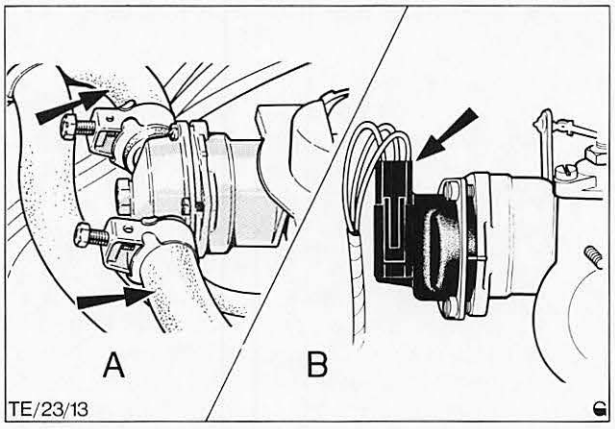

Abb. 103 Startautomatik abbauen
4. Beide Schläuche von der Startautomatik abbauen bzw. Kabelstrang abziehen, Abb. 103.